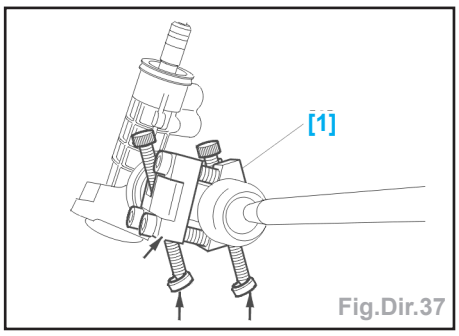

Fig.Dir.37
- Mettre en place l'outil [1] sur la crémaillère, la plaque de l'outil côté denture et les appuis rotulés en partie basse (côté berceau) (Fig.Dir.37).